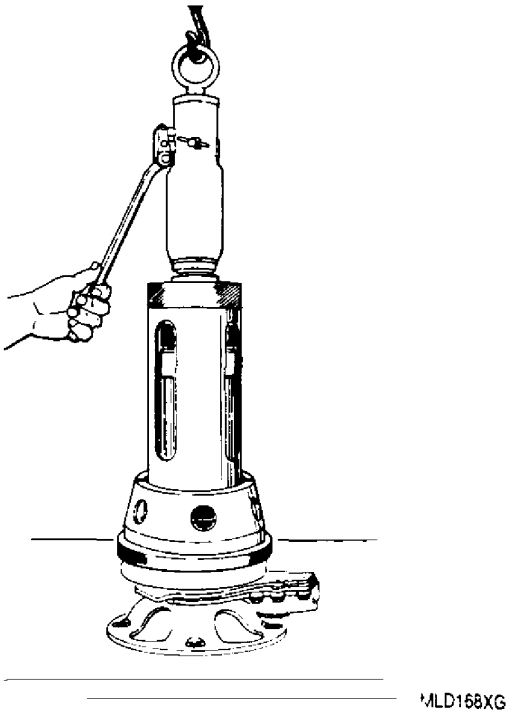

Figure 20. Removing Front Bearing Inner Ring and Rear (Thrust) Bearing from Propeller Shaft Using 23051221 or 6796877 Puller
u. Remove propeller shaft (48) from stand and place it, rear end down, on a bench.
v. Remove internal ring (31). Install 6796467 puller into propeller shaft plug (32) and remove plug. Remove preformed packing (34) from plug. Discard packing.
w. Install 23051221 or 6796877 propeller shaft thrust bearing and scavenge pump drive gear hydraulic puller (figure 20) over propeller shaft and remove front roller bearing inner ring (35, figure 1), spring tension washers (36) and thrust ball bearing (37).
x. Remove nose bearing plate (38) and scavenge pump assembly (41).
y. Disassemble scavenge pump assembly (41) as follows:
(1) Remove bolts (39) and washers (40) and remove nose bearing plate (38) from pump assembly.
(2) Remove key assembly (42) from plate.
(3) Remove and discard cotter pin (43). Remove nut (44) and drive screws (45).
(4) Remove drive gear (46) from pump assembly.